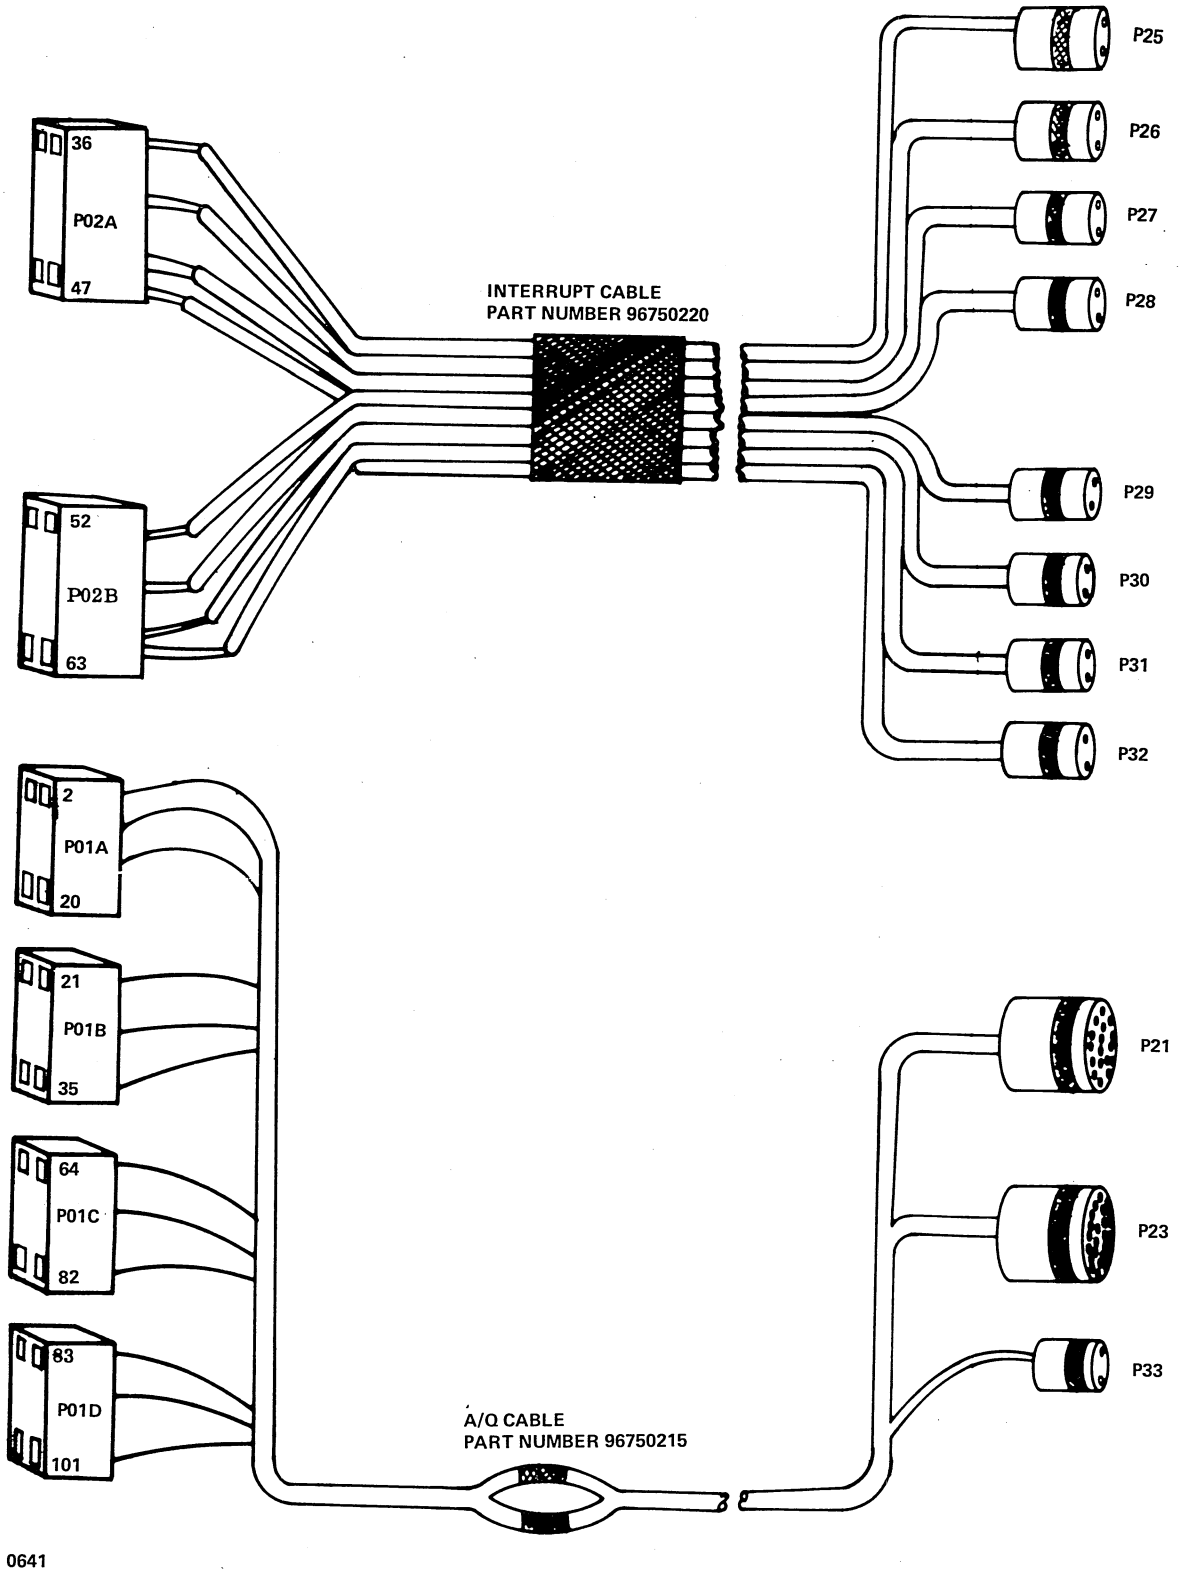

Figure 16-5. 1500 Series Adapter Signal Cables
6. Attach connectors P01A, P01B, P01C, and P01D to the adapter backplane connector at the pins designated on the connector marker strip (figure 16-5).